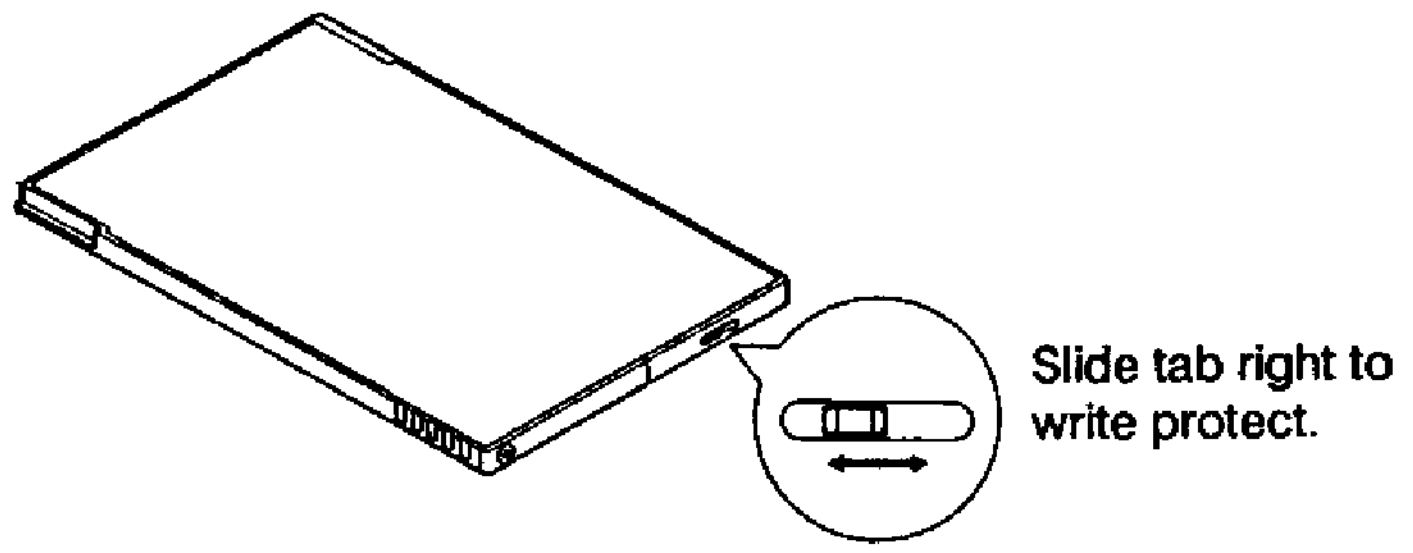

Figure 2-35 How to write protect a memory card
■ **NOTE:** *The memory card contains a write-protection tab which prevents overwriting of information stored on the card. This prevents accidental erasure of important information. To write protect a memory card, set the write-protection tab rightward as shown in Figure 2-35.*